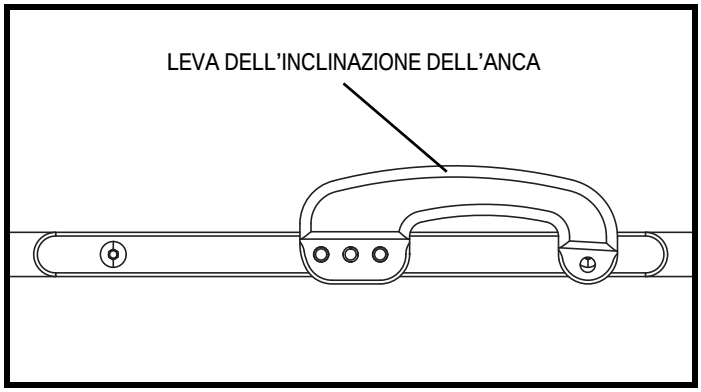

Figura 11. Leva dell'inclinazione dell'anca di Kids UP (Chiusa)
2. Spingere verso l'alto la leva dell'inclinazione dell'anca, situata nella parte posteriore della Carrozzina. **Vedere la figura 11.**
2. Sostenendo il peso del bambino, tirare in su la leva dell'inclinazione dell'anca. **Vedere la figura 11.**
4. Assicurarsi che la leva sia tornata in posizione chiusa. **Vedere la figura 11.**